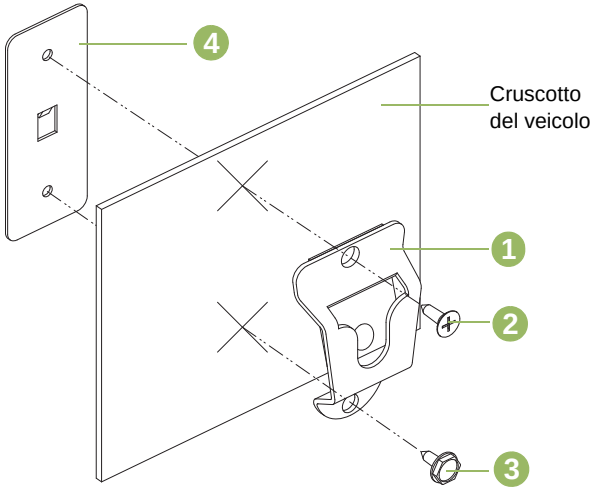

Figura 5.2: Installazione della staffa di montaggio
Fare riferimento alla Figura 5.2 seguente e applicare la clip di aggancio (1) al veicolo utilizzando le due viti autofilettanti e la piastra di fissaggio. Posizionare la piastra di fissaggio (4) dietro al cruscotto. Utilizzare la vite a testa piatta (2) nel foro di montaggio superiore e la vite a testa esagonale con rondella (3) nel foro di montaggio inferiore. Accertarsi che le viti di montaggio siano ben fissate nei fori della piastra di supporto.